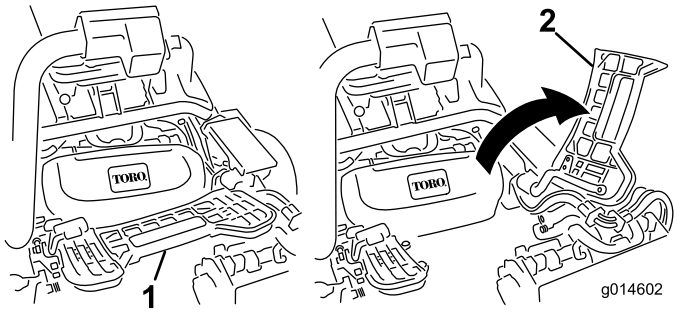

Figur 10
3. Skal du montere den midtre klippeenheten, må du løfte opp fothvileren og svinge den opp, slik at det er mulig å komme til stillingen til den midtre klippeenheten (Figur 10).